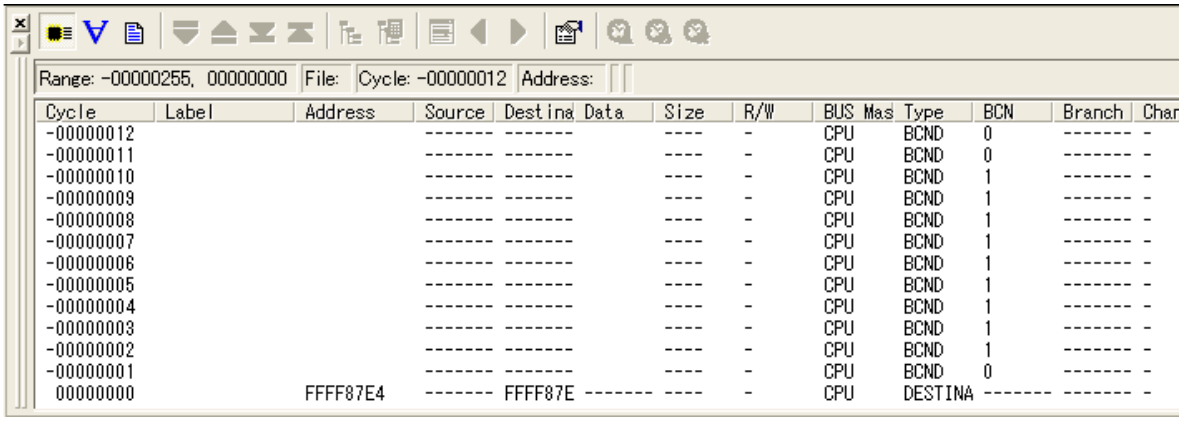
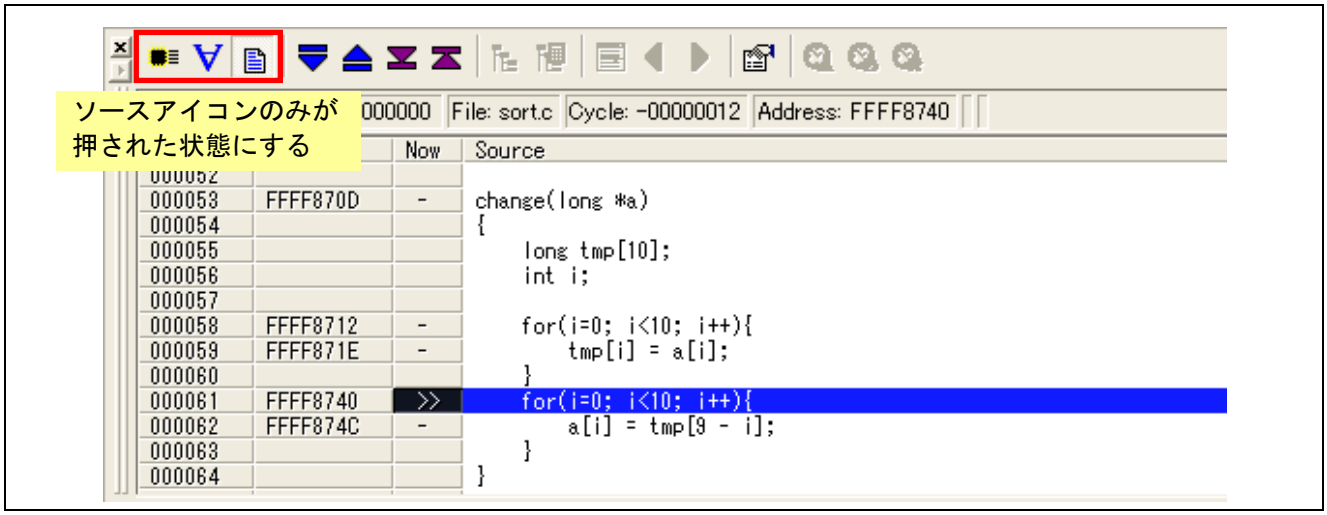

図 4.63　ブレーク後のトレースウィンドウ（バス表示モード）
図 4.64　ソース表示モード
(6) 表示モード切替ボタンを押して、バス表示モード(図 4.63)からソース表示モード(図 4.64)へ表示を変更してください。